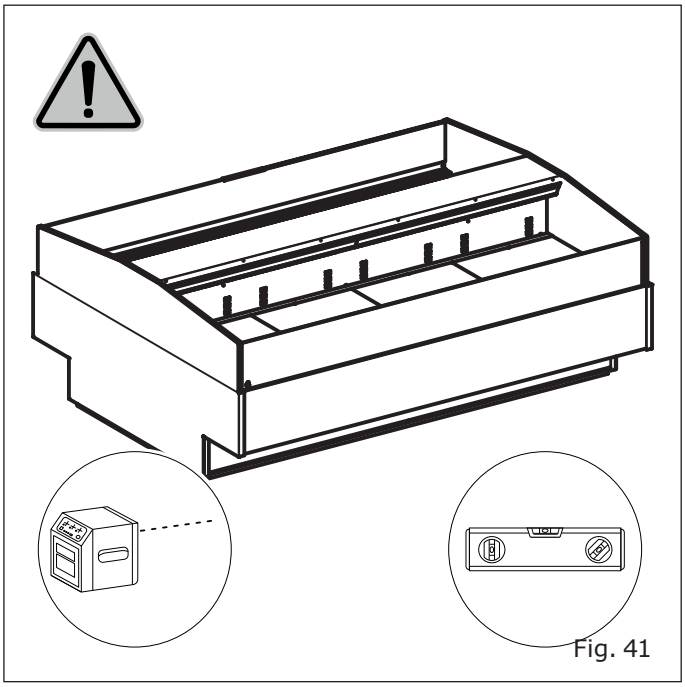

Fig. 41
- Sobre un suelo nivelado ("Fig. 41").